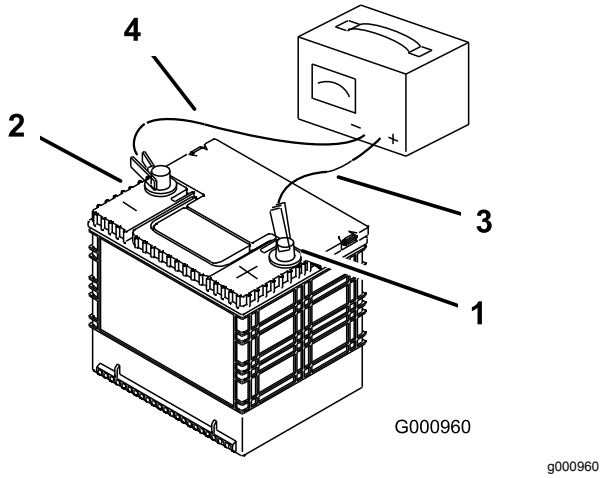

Figur 70
3. Når batteriet er helt oppladet, kobler du laderen fra strømuttaket, og deretter laderledningene fra batteripolene (Figur 70).